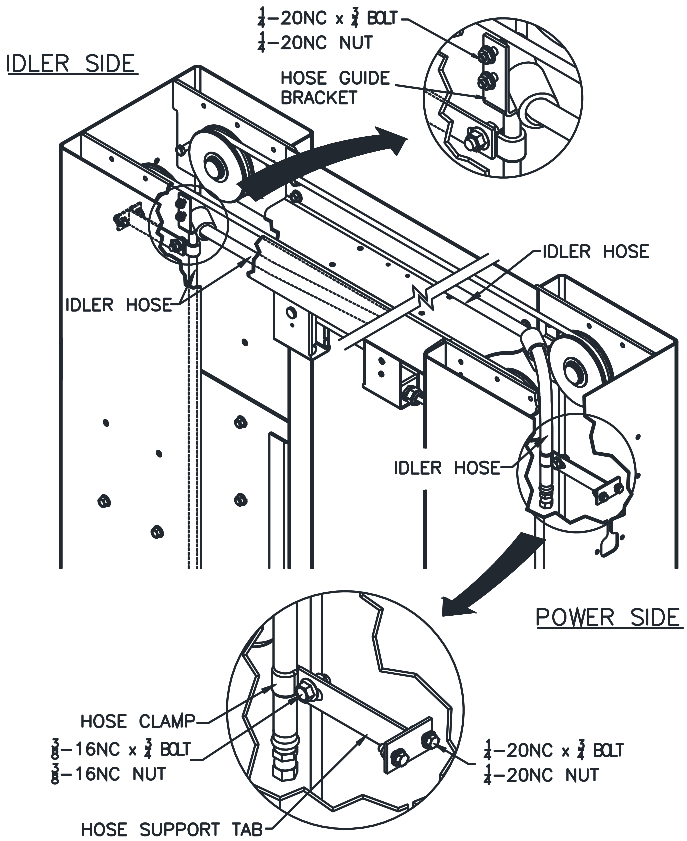

Fig. 13 – Idler Hose Routing & Hose Brackets
33) Install the Hose Guide Brackets and Hose Support Tabs to both the Idler & Power Columns using 1/4" -20NC x 3/4" lg. hex flange bolt and nut, see **Fig 13**.
34) Uncoil Idler side hose and Overhead hose and attach them together. Route the loose end up the Idler Side column extension and attach to the Hose Support Tab with a "P" Clamp, **Fig. 13**. (Each hose clamp requires one 3/8"-16NC x 3/4" lg. hex flange bolt and one hex flange nut.) Remove slack and tighten the clamp.
35) Route hose across overhead through both Hose Guide Brackets, **Fig.13**, and down through the Power Side column extension. Do not attach clamps to the Overhead Hose at this time.